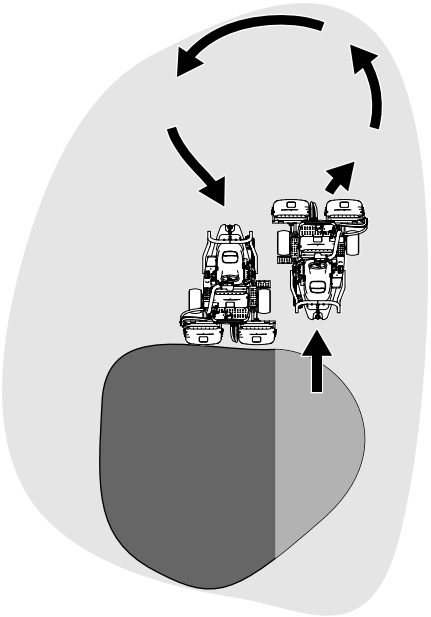

Figur 24
6. Du kan förkorta arbetstiden och underlätta uppställningen inför nästa klippvända genom att tillfälligt vända maskinen i motsatt riktning och sedan vända den i riktning mot den oklippta delen. Den här rörelsen utgör en droppformad sväng (Figur 24) som snabbt placerar dig i läge för nästa klippsträcka.